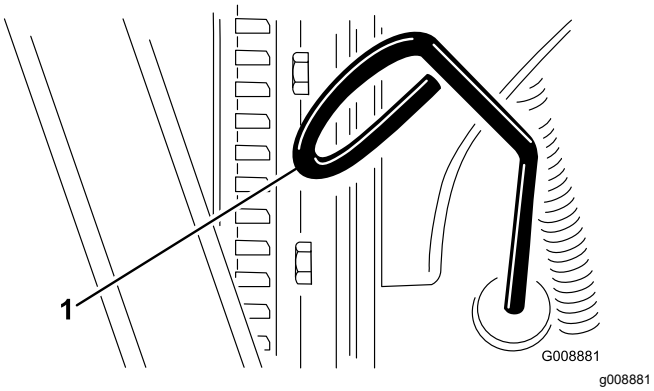

Figur 24
2. Fjern målepinden (Figur 24), og aftør den med en ren klud.